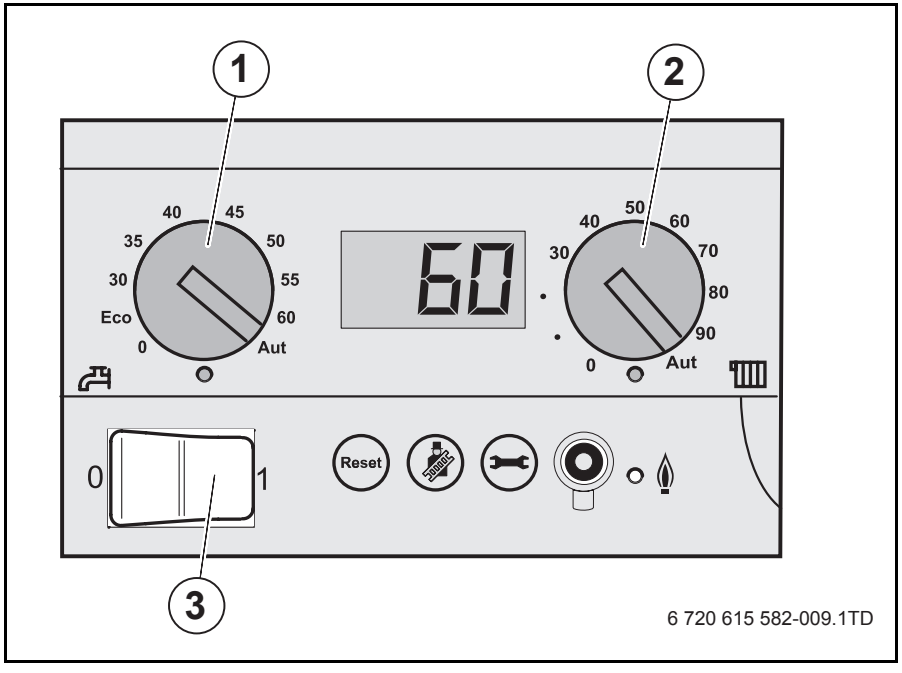

Fig. 9 Cuadro de maniobra del controlador básico
- Situar la tecla ON/OFF (→ fig. 9, [3], pág. 32) del panel de mando en la posición 1 (ON).